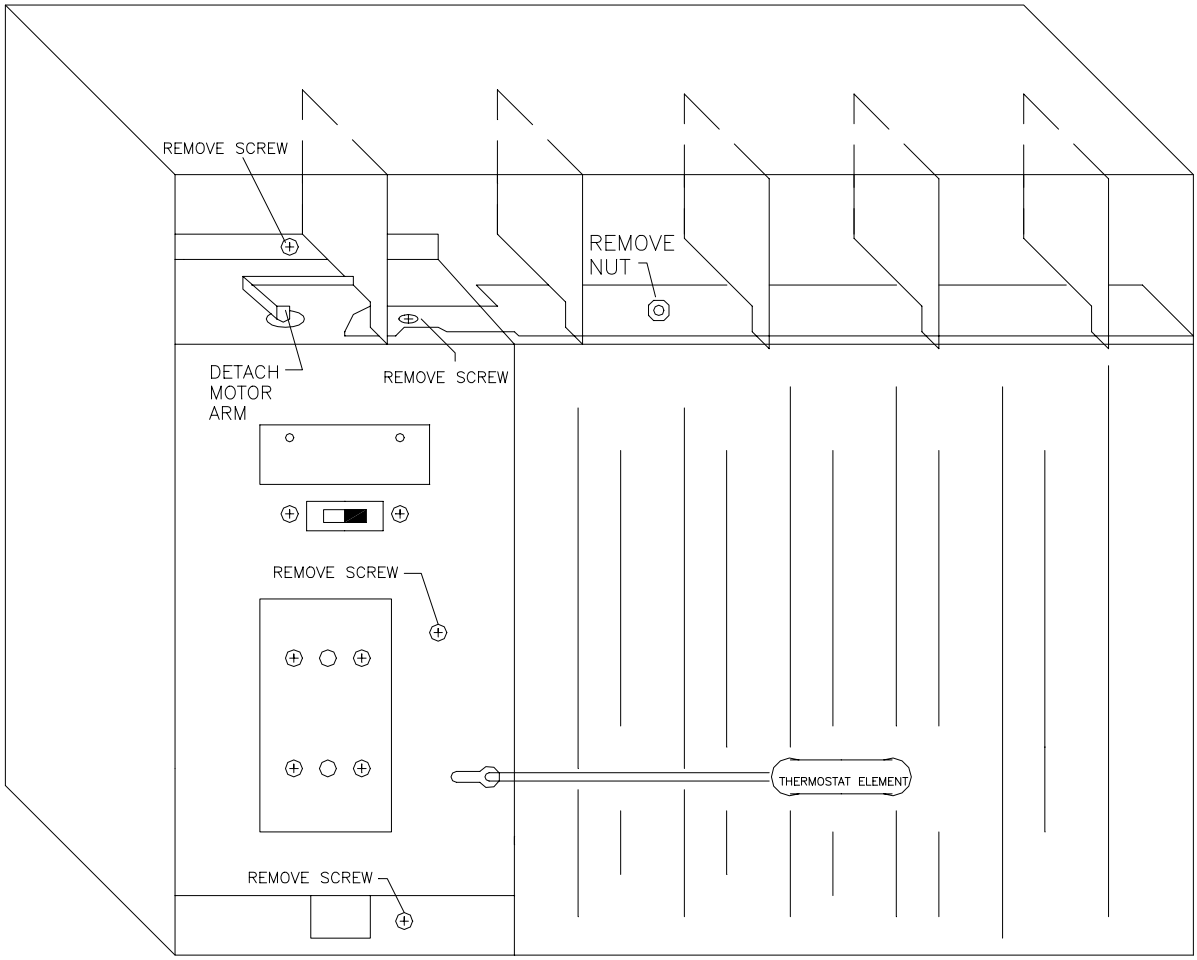

Figure 3-20 ECU with Front Cover Panel and Air Filter Removed
2. Remove the plastic front cover and air filter from the ECU as shown in Figure 3-20.